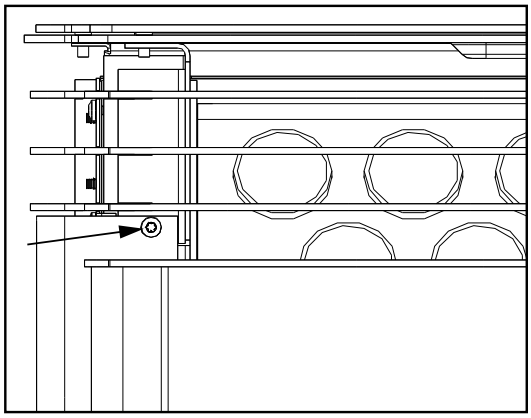

Figure 26: Screws above door top corner.
1. Remove the screws above the door on both sides (Figure 26).